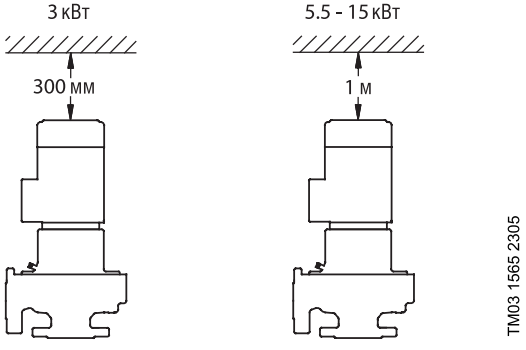

Рис. 9 Вертикальная установка
- 300 мм свободного места над электродвигателем мощностью 3 кВт (см. рис. 9).
- не меньше 1 метра свободного места над двигателем мощностью 5,5 кВт и больше, чтобы при необходимости выполнять манипуляции с подъёмным оборудованием (см. рис. 9).